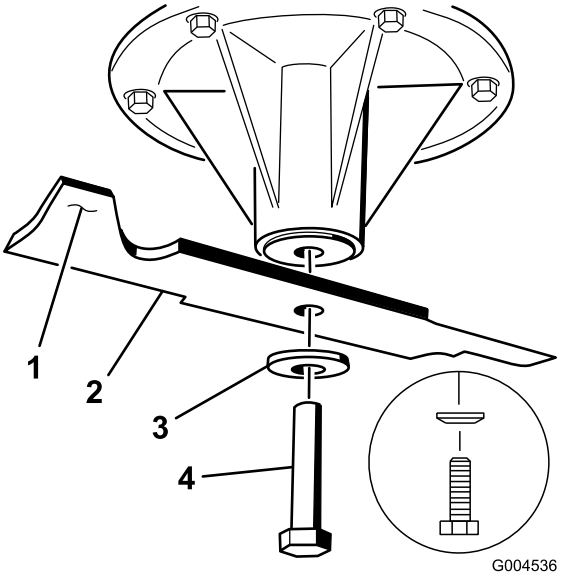

Figuur 81
1. Monteer het mes op de as (Figuur 81).
2. Monteer de veerschijf en de mesbout (Figuur 81).
Opmerking: De conus van de veerschijf moet worden gemonteerd op de boutkop (Figuur 81).